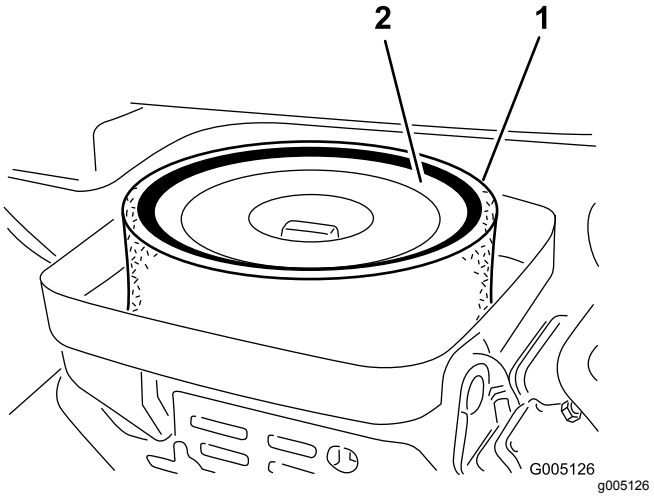

Figur 40
3. Fjern vingemøtrikken, der fastholder elementerne på selve luftfilteret (Figur 40).
4. Hvis skumindsatsen er snavset, skal det fjernes fra papirindsatsen (Figur 40). Rengør det grundigt som følger: